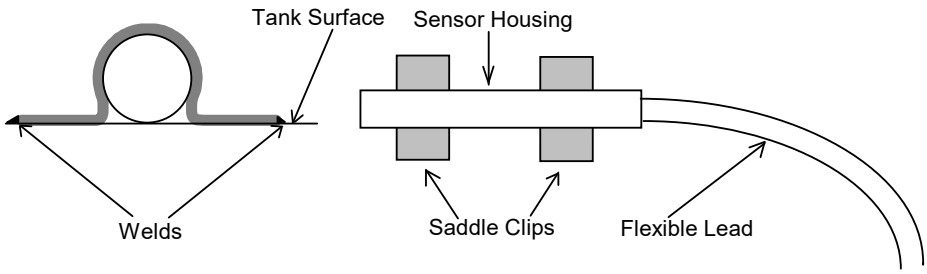

Fig. 1
i) The sensor housing may be fixed to the outer surface of the tank by means of stainless steel saddle clips (see Fig 1 below). The saddle clips should be of a size to allow the sensor housing to slide into position, after the clips have been welded to the tank, without using undue force, and then be held firmly in position by the use of a 'setting' high thermal conductivity silicone sealant.